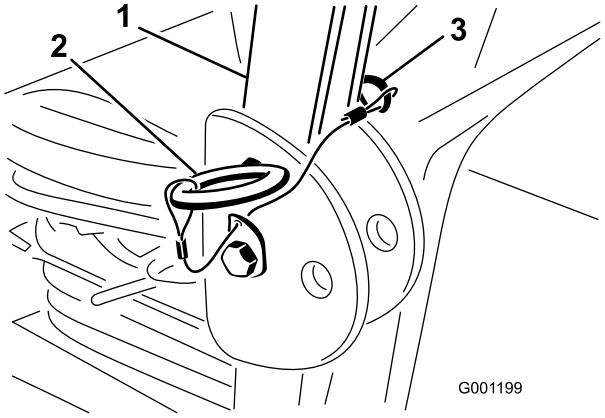

Figur 8
1. Fjern hårnålssplintpinnene og fjern de to pinnene fra veltebøylen (Figur 8).
2. Hev veltebøylen til oppreist stilling og monter de to pinnene og fest dem med hårnålssplintpinnene (Figur 8).